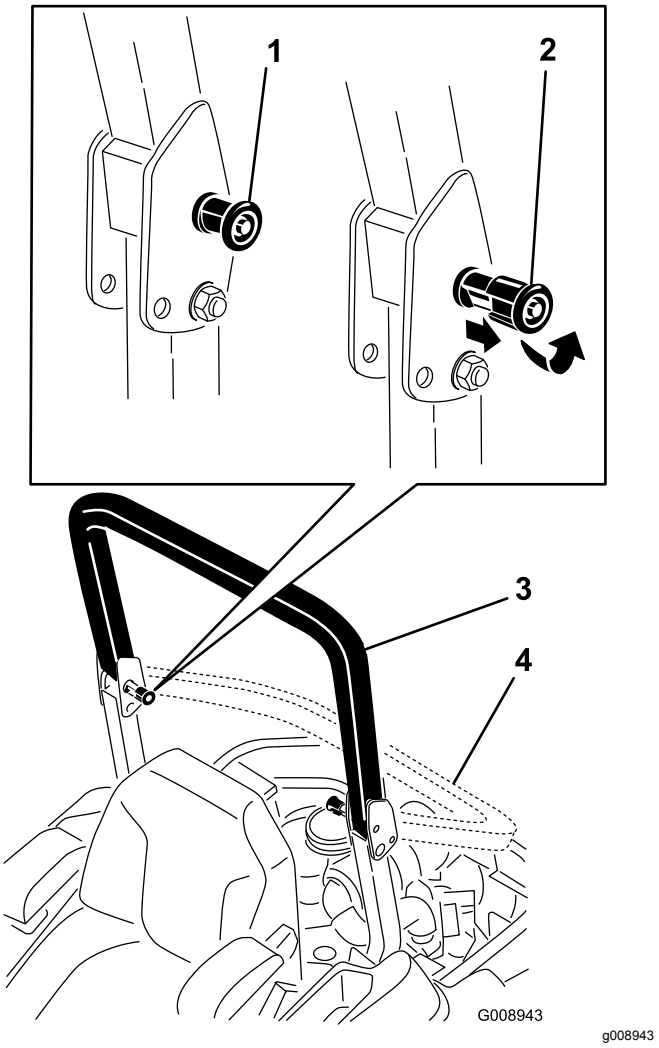

Figur 8
2. Dra ut båda rattarna och vrid dem 90 grader så att de kopplas ur (Figur 8).
3. Sänk ned störtbågen till nedfällt läge (Figur 8).
4. Fäll upp störtbågen genom att placera den i körläget och rotera rattarna så att de delvis glider in i skårorna (Figur 8).
5. Fäll upp störtbågen helt samtidigt som du trycker på den övre störtbågen. Sprintarna snäpper på plats när de ligger i linje med hålen (Figur 8).